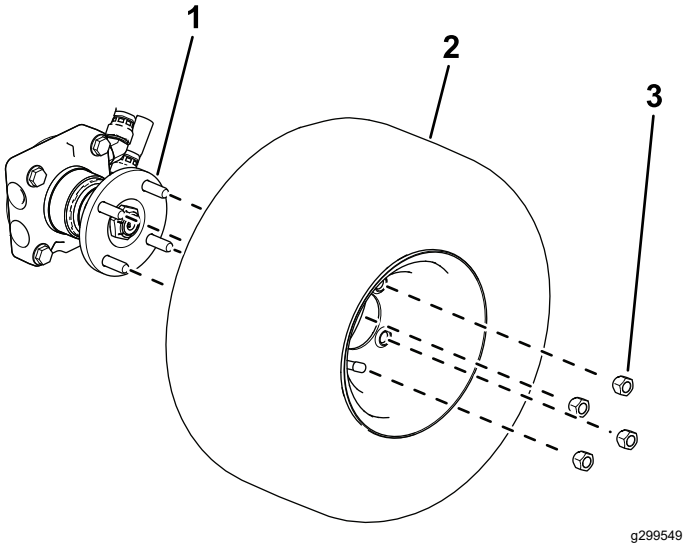

Figur 3
1. Brug 4 hjullåsemøtrikker til at fastgøre hjulet til hjulnavet (Figur 3).